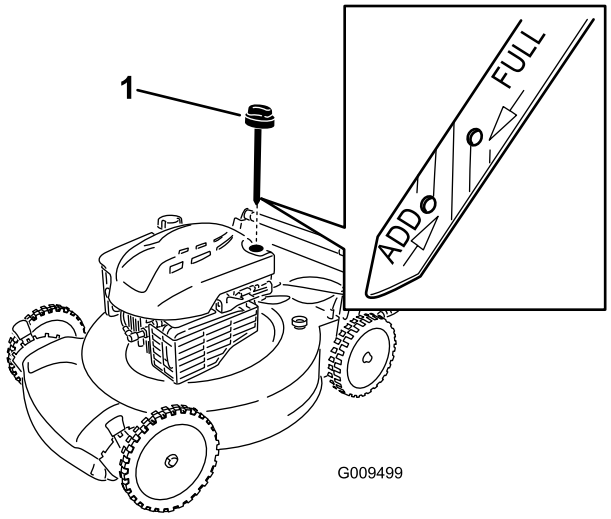

Figuur 5
2. Neem de peilstok eruit (Figuur 5) en giet ongeveer 3/4 van de capaciteit van het oliecarter in de vulbuis.
5. Haal de peilstok eruit en controleer het oliepeil; zie Figuur 5.